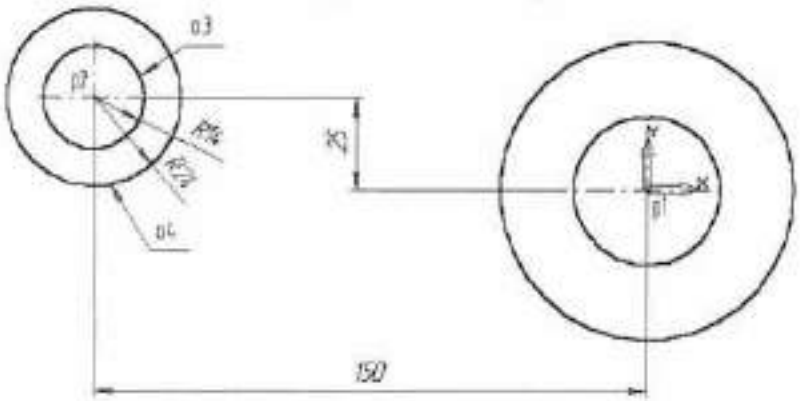

Рис. 118
4. Постройте окружность о3, рис. 118 с осевыми линиями и радиусом 16 мм . Координаты центральной точки р2 X=-150; Y=25 задайте в полях ***Центр окружности*** в Строке параметров.